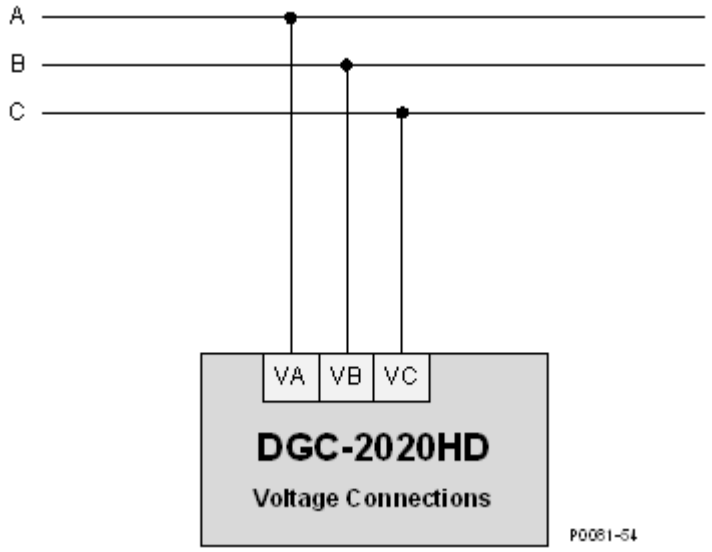

Abbildung 4-3. Anschlüsse für Dreiphasen-Dreieckschaltung
- Drei Phasen Dreieck..... Abbildung 4-3
Abbildung 4-3 zeigt typische Dreiphasen-Dreiecksschaltungsanschlüsse für alle DGC-2020HD Anschlüsse zur Busspannungsmessung: Generator, Bus 1 und Bus 2. Verwenden Sie die unten aufgelisteten Klemmennummern zum Anschließen des gewünschten Bustyps. Konsultieren Sie das Kapitel *Klemmen und Steckverbinder* für die Nummerierung der Klemmen auf der hinteren Schalttafel.